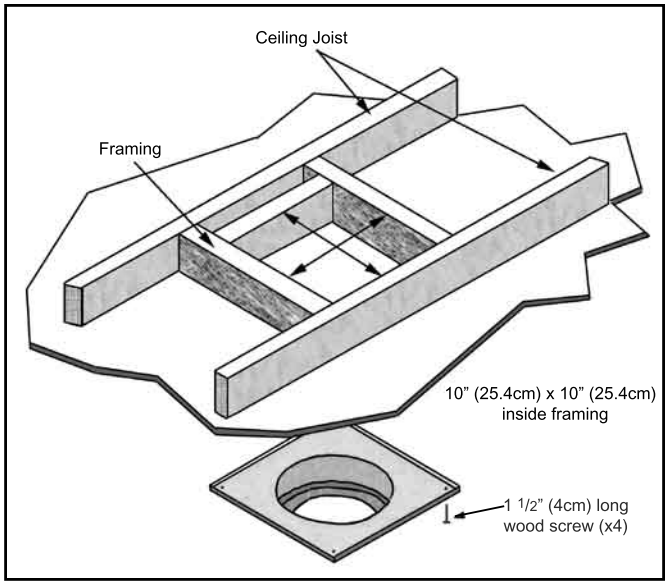
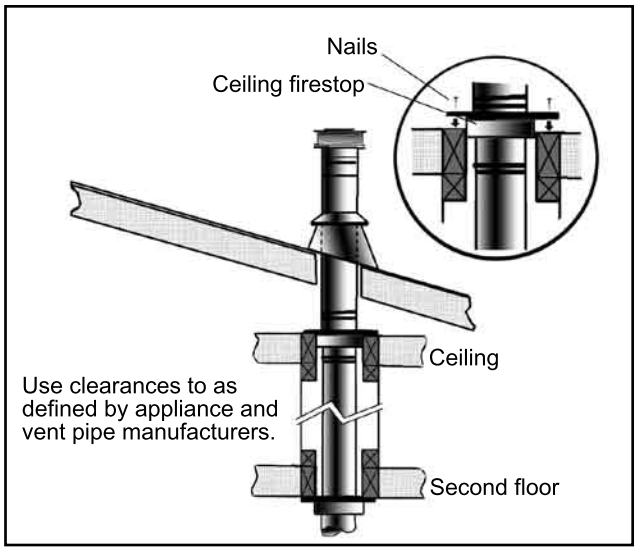

Figure 11: Wall Framing for 10" (25.4cm) x 10" (25.4cm) Hole for Vertical Installation.
Figure 15: Multi-Story Vent Pipe Installation.
STEP 3. To install the Round Support Box/Wall Thimble in a flat ceiling, cut a 10" square hole in the ceiling, centered in the hole drilled in Step 2. Frame the hole as shown in Figure 11.
(1) For multi story installations. A ceiling firestop is required at the second floor, and any subsequent floors (see Figure 15). The opening should be framed to 10" (25.4cm) x 10" (25.4cm) inside dimensions, in the same manner as shown in Figure 11.
(2) Any occupied areas above the first floor, including closets and storage spaces, which the vertical vent passes through, must be enclosed. The enclosure may be framed and sheetrocked with standard building materials. However consult the appliance manufactures installation instructions for the minimum allowable clearance between the outside of the vent pipe, and the combustible surfaces of the enclosure. Do not fill any required air spaces with insulation.